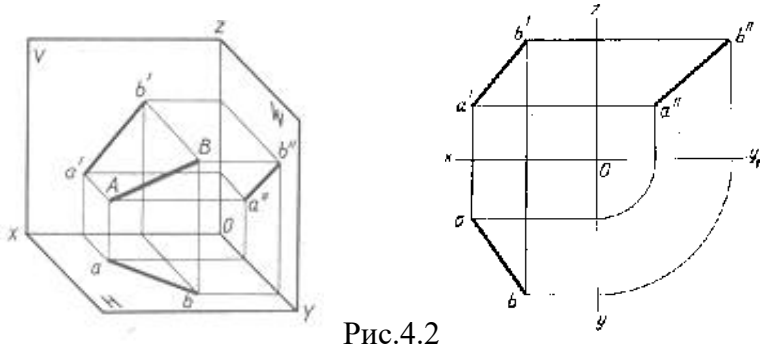

Рис.4.2
1. По заданным в табл. 4.2 координатам построить наглядное изображение отрезка прямой AB, CD и MN и эпюр (рис.4.2).